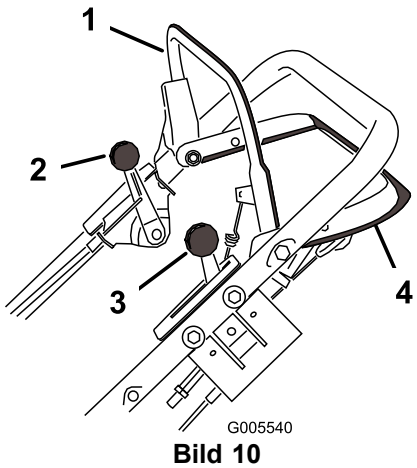
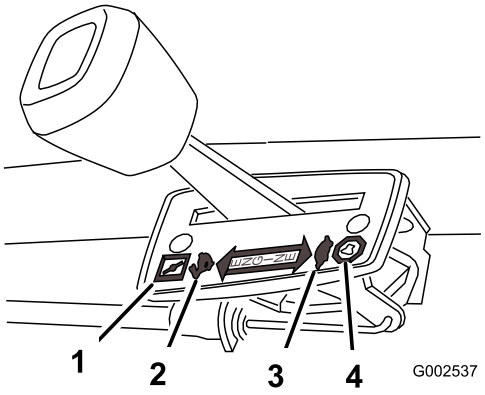

Bild 10
Bild 11
Der Messerschaltbügel, die Schaltbügelsperre, der Schalthebel für die Fahrgeschwindigkeit, der Gasbedienungshebel und der Fahrantriebshebel befinden sich am oberen Griff (siehe Bild 10).
Die Gasbedienungseinstellungen werden in (Bild 11) dargestellt.
4. Stellen Sie den Fahrgeschwindigkeitshebel auf die Neutralstellung (N) (Bild 10 und Bild 11).
Der Rasenmäher hat drei Fahrgeschwindigkeiten. 1 ist langsam, 2 ist mittel und 3 ist schnell. Der Fahrgeschwindigkeitshebel befindet sich am oberen Griff (Bild 11).